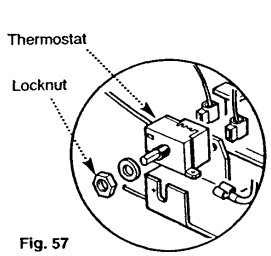

Fig. 57
2. Undo the locknut retaining the thermostat to the controls mounting bracket (Fig. 57). Ease the thermostat away from the bracket and disconnect the electrical connections noting their positions.